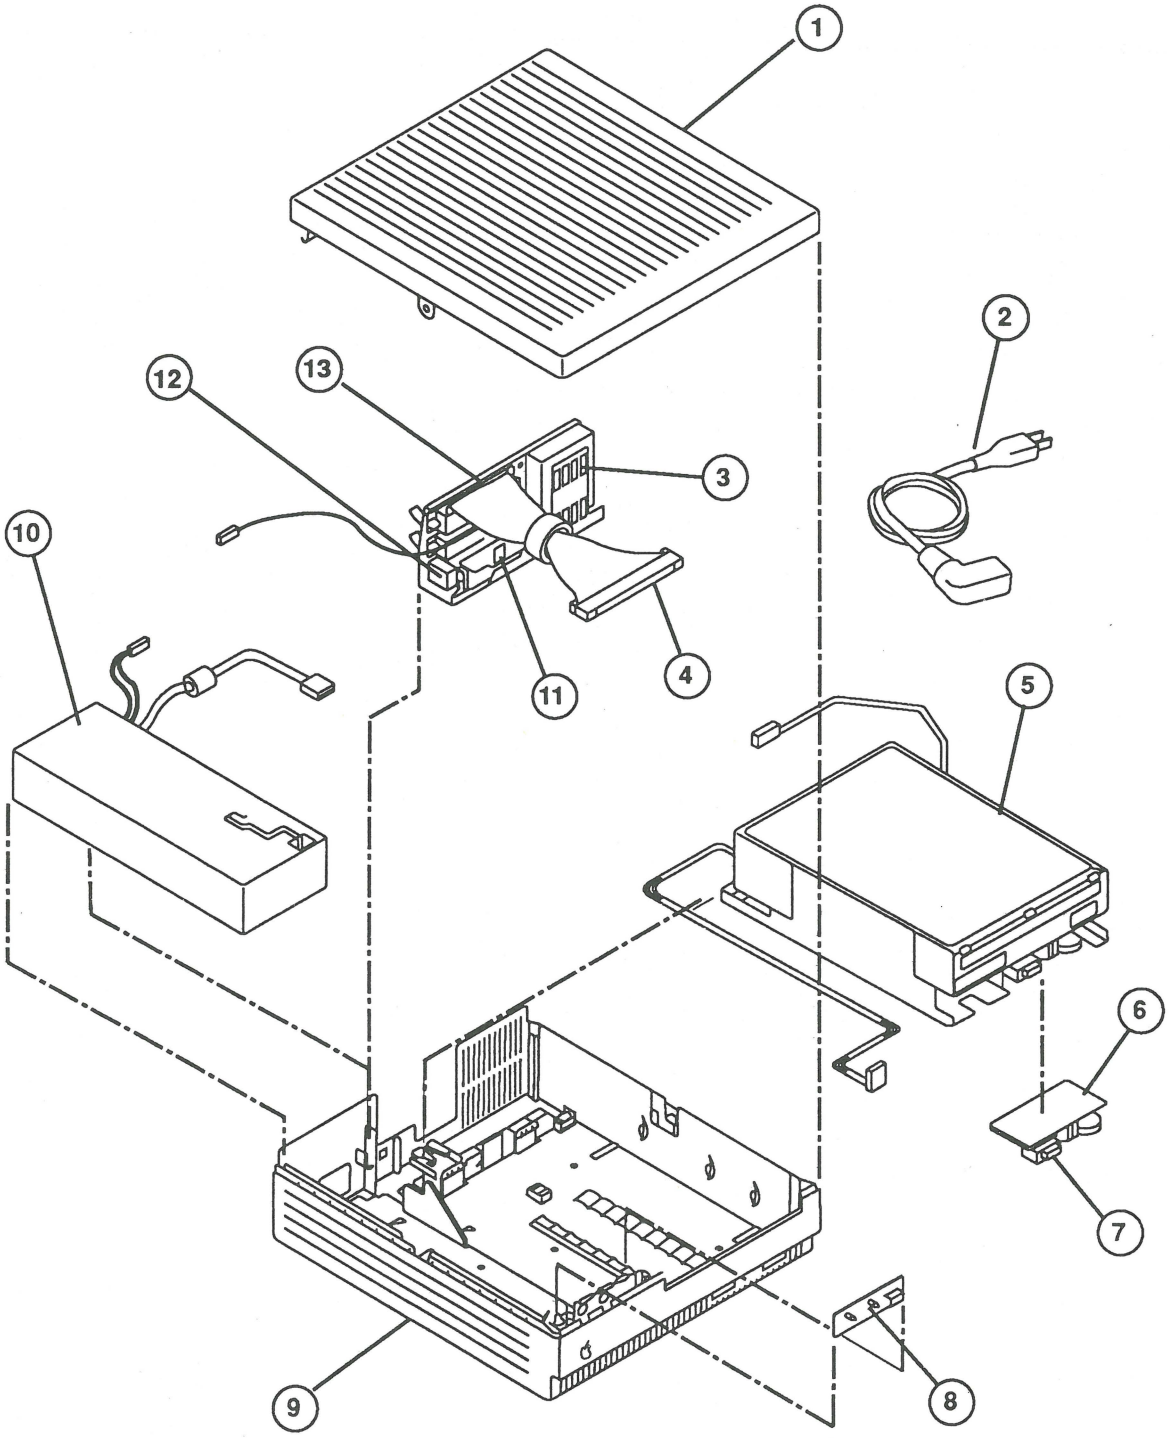

FIGURE 1
2. Disconnect the fan cable by releasing the little holding clip on the connector (Figure 1, #1).
IPL.3 AppleCD SC Drive Mechanism (Figure 1)
❑ APPLE CD SC DRIVE MECHANISM (Figure 1)